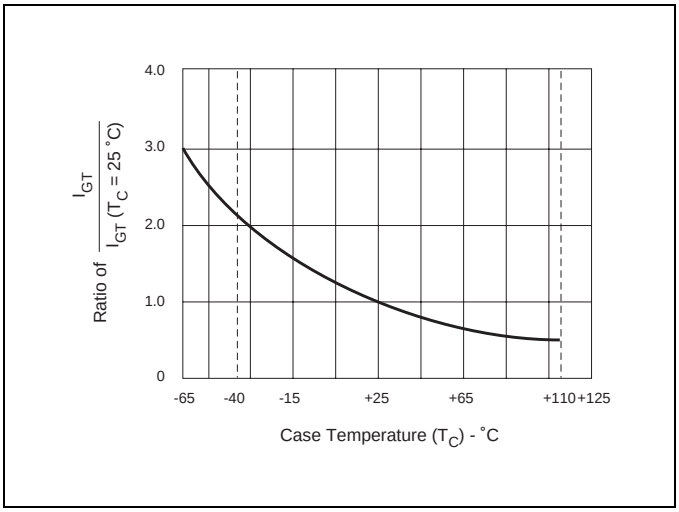

Figure E1.7 Normalized DC Gate Trigger Current for All Quadrants versus Case Temperature
(6) See Figure E1.7 for I_{GT} versus T_C.